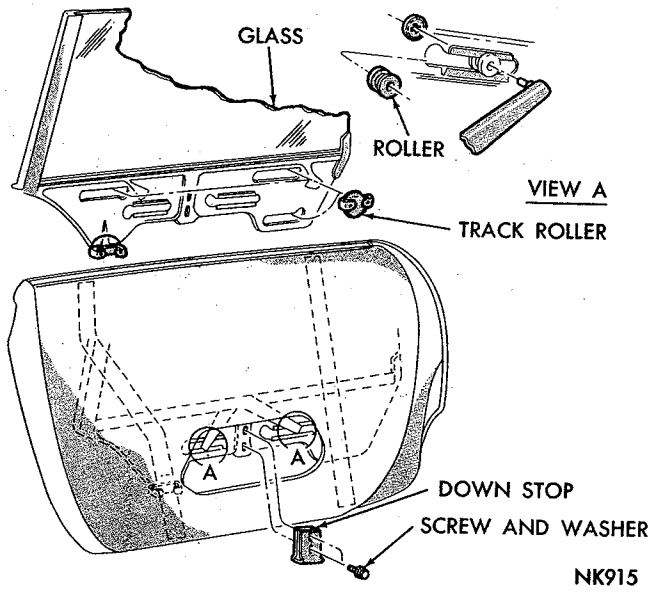

**Fig. 106—Rear Door Glass Replacement**
(1) Remove the down stop from glass lower frame (Fig. 106).
(2) Remove the spring nuts from regulator arm
(1) Lubricate regulator arm roller and track roller slots in lower frame of door glass.
(2) Insert roller assemblies (Fig. 106) into the slots of glass lower frame with spring loops down on top rollers and up on bottom rollers.
(3) Insert glass assembly into door, positioning rollers on lower frame onto front and rear roller tracks.
(4) Lower glass to regulator arms and insert a roller into each arm stud roller slot in lower frame.
(5) Insert the regulator studs into rollers and install the spring nuts.
(6) Lower the glass, install down stop and adjust glass.